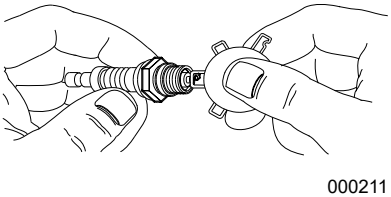

Figura 4-5. Bujía
4. Compruebe la separación entre electrodos con un calibrador de alambre y configúrela con la medida recomendada de 0,6 - 0,7mm (0,024 - 0,028 pulg). Consulte la *Figura 4-5*.